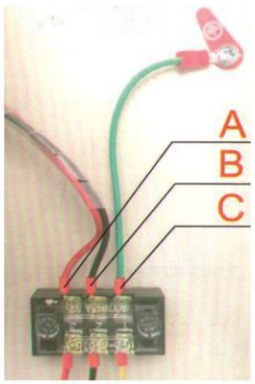

图1
(1)准备一根适当米数的三芯电线,电线的一端根据火线、零线、接地线按图示(图1)接到对应端口,电线另一端接入220V50Hz单相三线电源或插座。